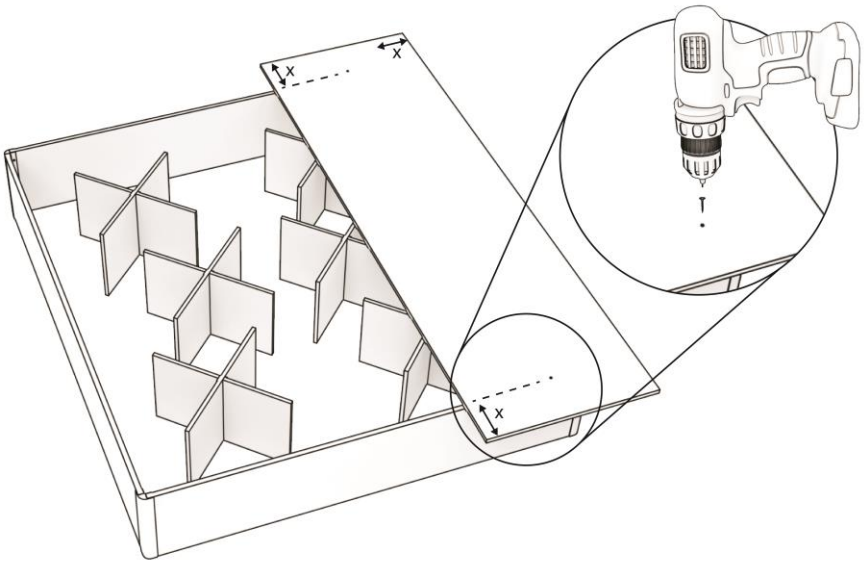

Abbildung 5: Erste Bodenplatte auf den Bettkasten legen und festschrauben.
Schritt 5. Platzieren Sie die erste der beiden mitgelieferten Bodenplatten so, dass der Rand der Platte auf den gezeichneten Linien am Kopf- und Fußende liegt, wie in Abbildung 5 dargestellt.
Achtung: Die Platte muss auf allen Seiten (Seite, Kopf und Fuß) gleich weit hervorstehen, wie in Abbildung 5 angegeben mit Abstand 'x'.